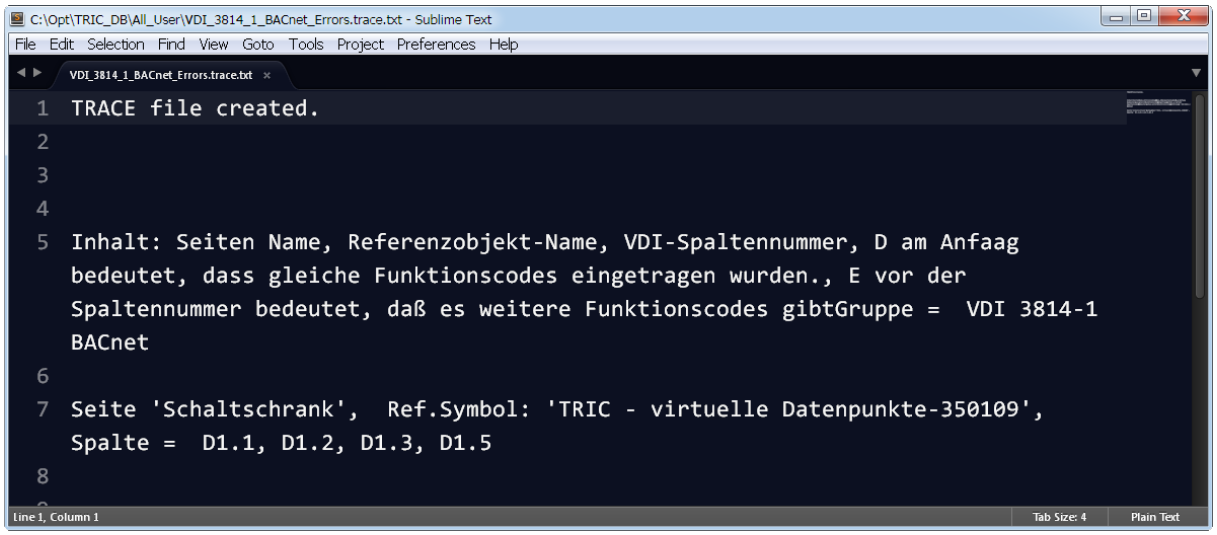

Bild 32.53 – Die Fehlerdatei der Referenzprüfung im Editor
- Nach Bestätigung wird sie im Texteditor geöffnet (Abb. 32.53).